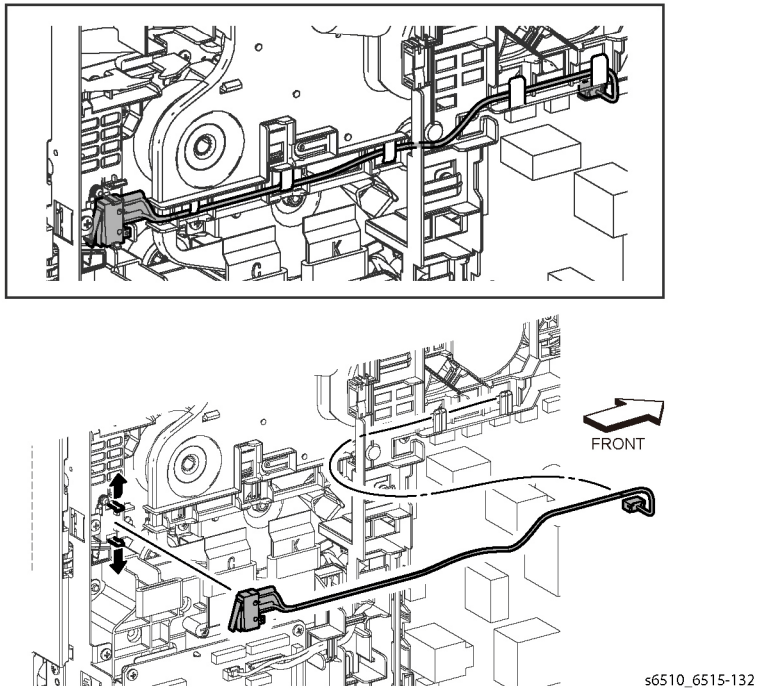

Figure 1 Remove the Rear Interlock Harness Assembly (SFP)
4. Refer to Figure 1 to unplug the connector (P/J292) from the LVPS Board and release the cable from the cable guide.
5. Refer to Figure 1 to release the two hooks and remove the Rear Interlock Harness Assembly.